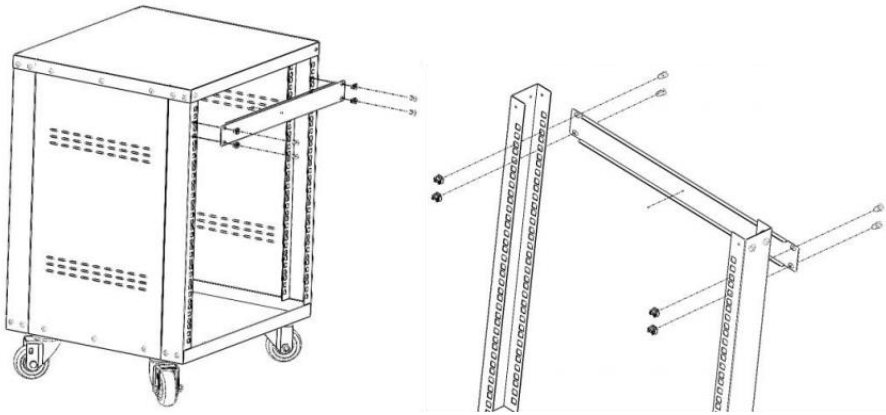

Figur 5
5. Plats 1U blind rutal (⑤) på hyllan. Fäst med de 4 delarna M6 bur nötter (⑧) och 4 st M6*12 stjärnskruvar (⑨) Se figur 5.